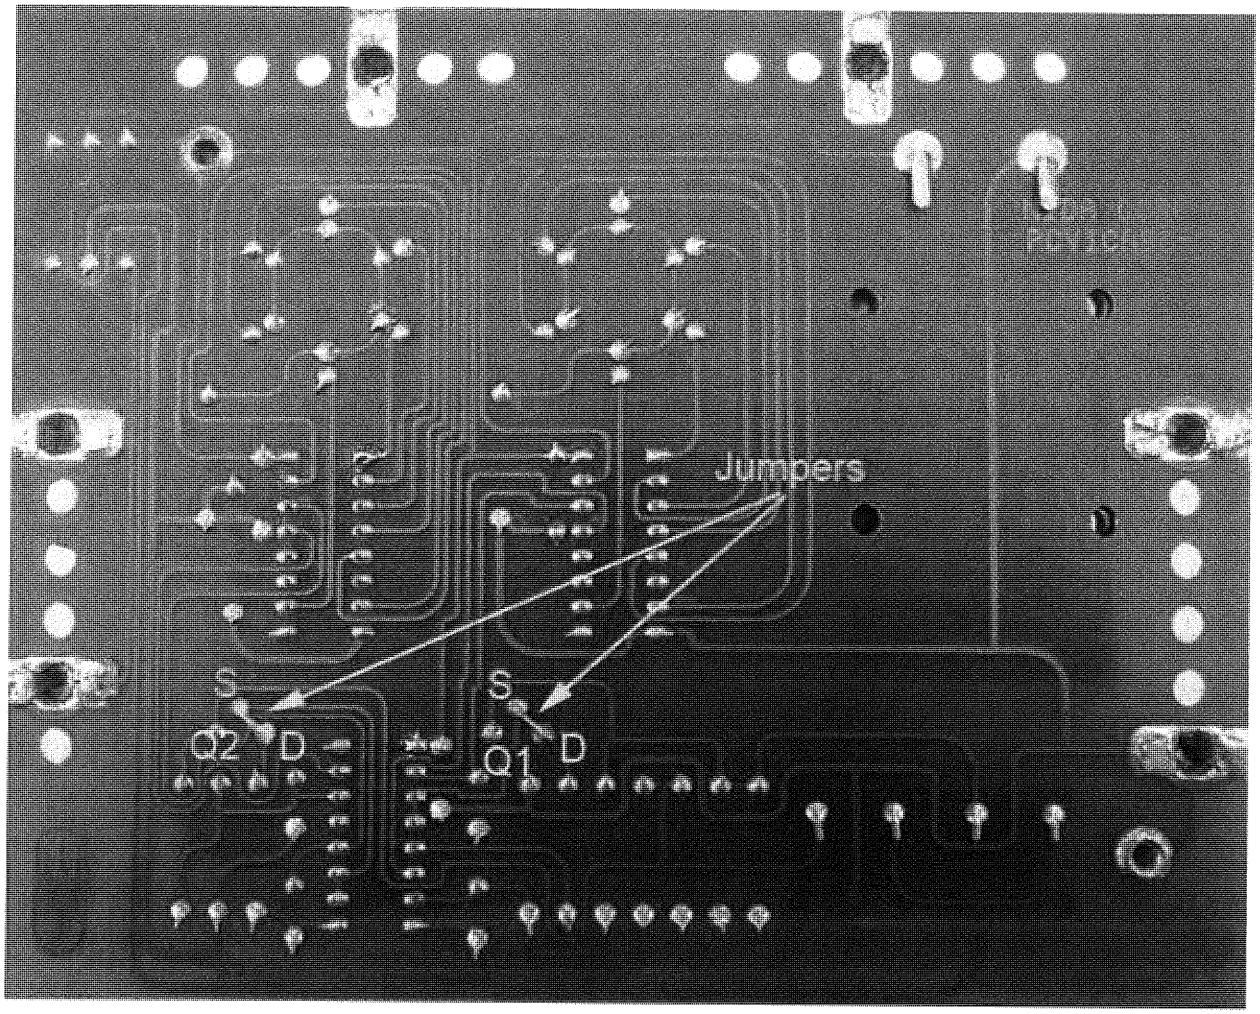

Figure 1
1. Locate a scrap component lead to use as a jumper. Cut a small length, just long enough to reach between pins 1 and 2 of Q1 as shown in Figure 1. This will connect the Source (pin 1) and the Drain (pin 2) together.
3. Now, cut another small length of wire, just long enough to reach between pins 1 and 2 of Q2 as shown in Figure 1. This will connect the Source (pin 1) and the Drain (pin 2) together.